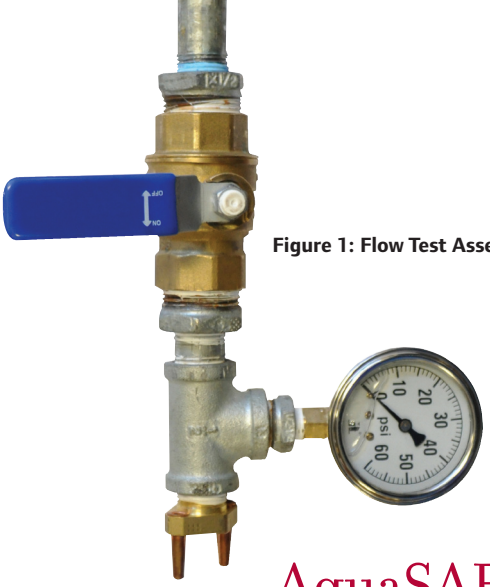

Figure 1: Flow Test Assembly
4. Flow test assembly (**Figure 1**)
The flow test assembly consists of the following parts (**Figure 1**).